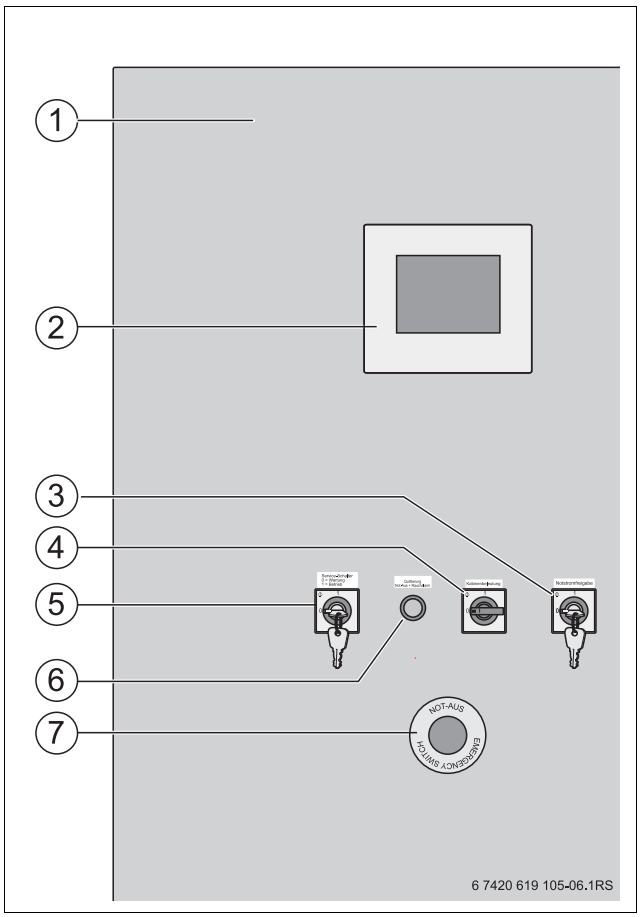

Afb. 4 Uitsnede schakel- en besturingskast met bedieningselementen
- NOODSTOP (→ afb. 4, [7], pagina 10)